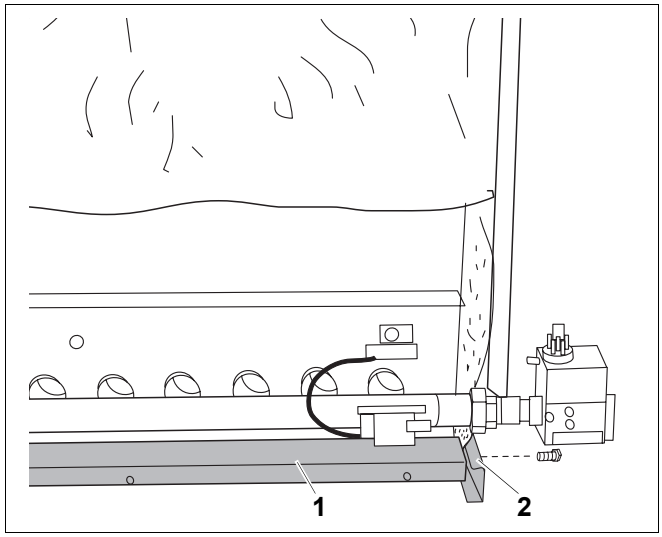
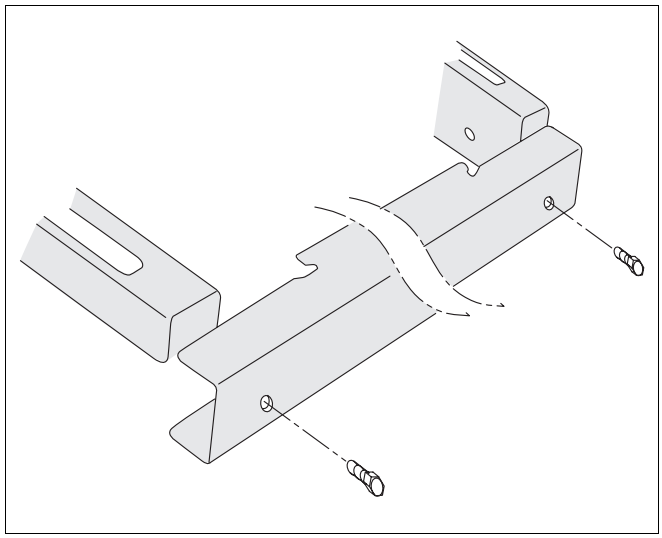

Rys. 56 Montaż cokołu poprzecznego
Rys. 57 Cokół poprzeczny – widok z góry
- Przymocować cokół poprzeczny (rys. 56, **poz. 2**) do przedniej i tylnej części cokołu wzdłużnego (rys. 56, **poz. 1**) śrubami z łbem płaskim 3,9 x 9,5. Powierzchnie z nacięciami powinny znajdować się u góry (rys. 57).